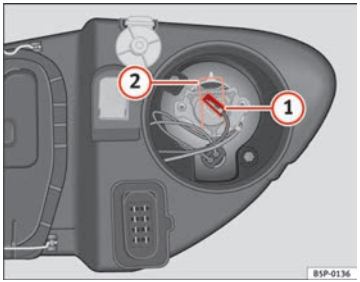

Fig. 193 Main beam headlights
– Remove connector ⇒ Fig. 193 (1) from the bulb.
– Press the spring ⇒ Fig. 193 (2) inwards and to the right.